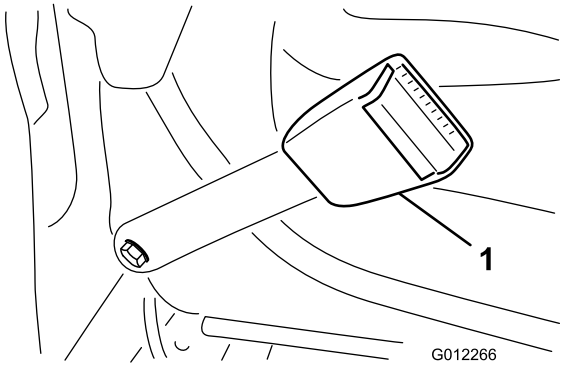

Figur 6
1. Saml hver ende af sikkerhedsselens halvdele i hullerne i sædets ryg med to bolte (7/16 x 1 tommer), flade skiver (7/16 tommer) og låseskiver (7/16 tommer) (Figur 6).